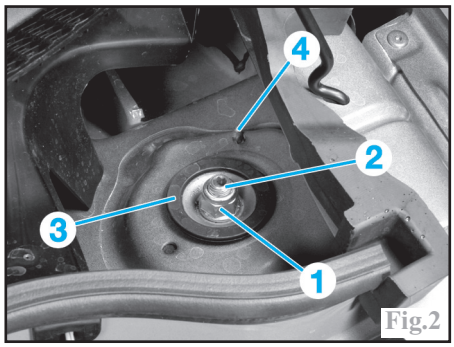

Fig.2
Déposer l'écrou de fixation supérieure (1) de l'élément de suspension, tout en maintenant la tige d'amortisseur (2) à l'aide d'une clé Torx, et récupérer la cuvette (3) (Fig.2).
Engager l'élément de suspension dans le passage de roue, en centrant son palier supérieur à l'aide du pion de centrage (4) (Fig.2).